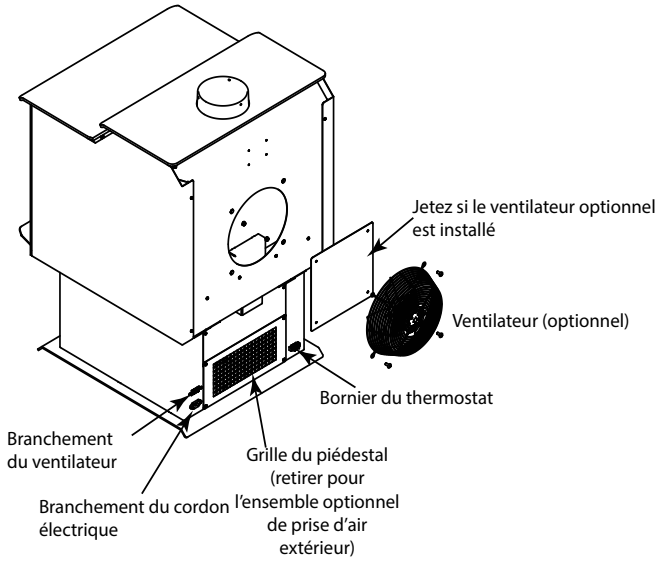

Figure 5.6
5. Localisez la plaque carrée à l'arrière centre de l'appareil. **Voir la figure 5.6.**